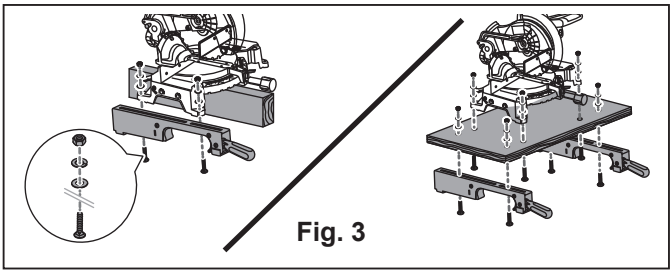

Fig. 3
3. Asegúrelo en su lugar con una arandela plana. Apriete la arandela y la tuerca; repita los mismos pasos en el otro extremo del apoyo de montaje. (Ver Fig. 3)